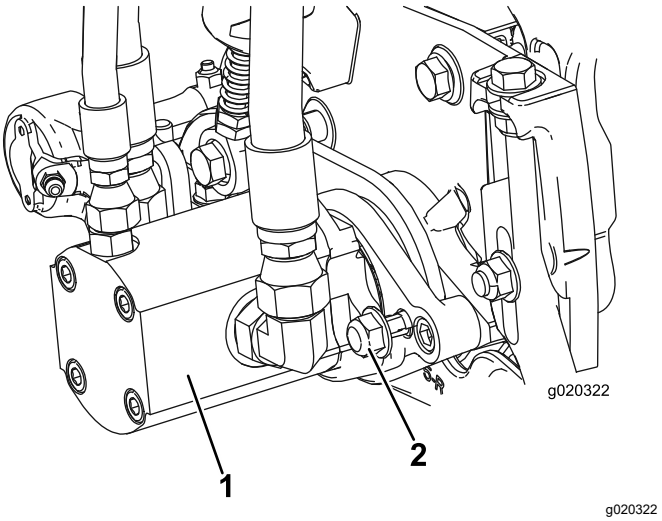

Figur 13
3. Montera motorn genom att vrida den medurs så att motorflänsarna inte kommer i kontakt med låsmuttrarna (Figur 13).